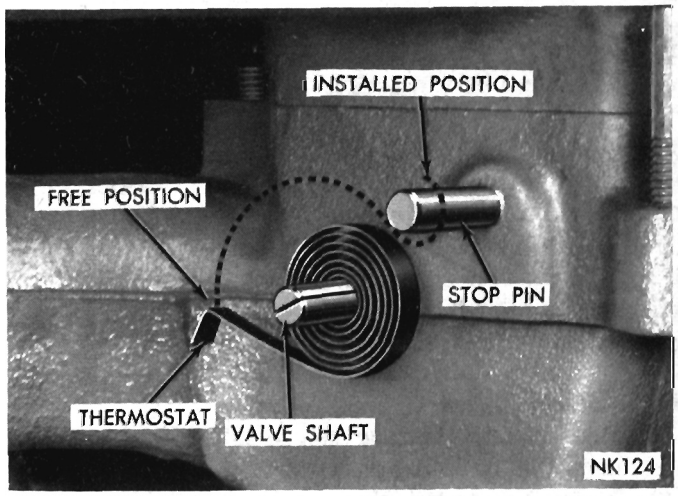
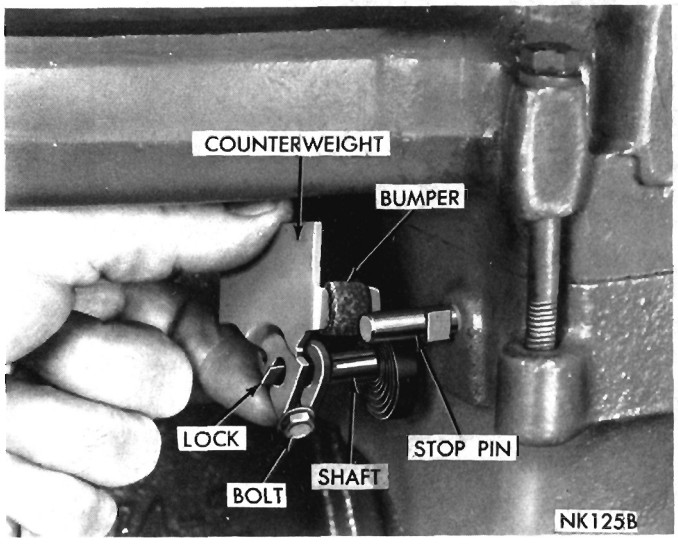

Fig. 19—Installing Thermostat (170, 225 Cu. In. Engines)
Fig. 20—Installing Counterweight (170, 225 Cu. In. Engines)
(1) Turn shaft in extreme **clockwise** position. Place a new thermostat in shaft slot (Fig. 19) and position it with outer end in lower left hand position.
(2) Wrap outer end of thermostat **clockwise** and engage it under stop pin.
(3) Place counterweight on shaft, with shield in upward position and insert lock in shaft slot (Fig. 20).
(4) Center counterweight on shaft and turn shaft **counterclockwise** until bumper passes stop pin.
(5) Press counterweight on shaft until it is seated. Tighten clamp bolt to 50 inch-pounds with C-3380 Torque Wrench.
(6) Make sure anti-rattle spring is in place on opposite end of shaft. Test operation of valve.